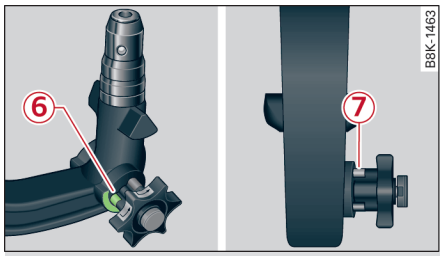

图 194 可拆卸的挂车挂钩：安全检查
- 检查手轮上的绿色标记 ⑥ ⇨ *图 194* 是否在球节牵引杆的绿色标记部位。
- 检查手轮是否紧贴球节牵引杆，手轮和球节牵引杆之间应无间隙 ⑦。